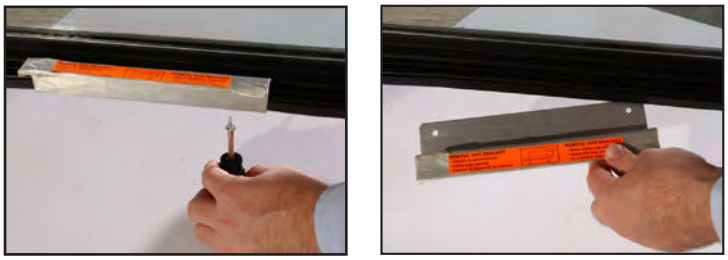

***Fig. 2.*** Do not remove shipping brackets until unit is in final location.
**NOTE: DO NOT** remove the shipping bracket (glass swing doors; fig. 2) until the unit is installed in its final location. **Do not discard**; use the bracket/blocks when next moving the cabinet.